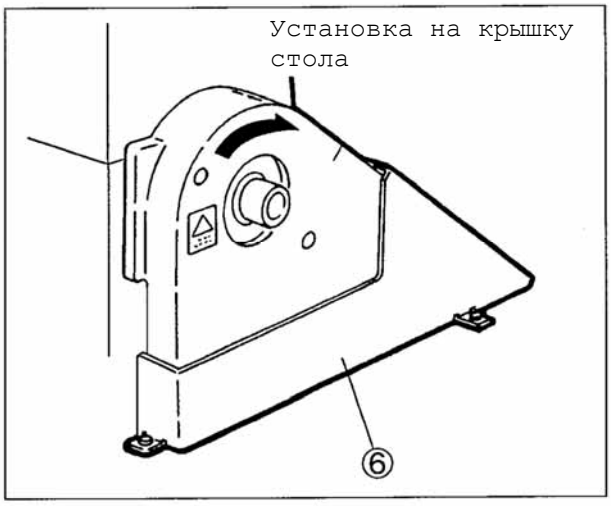

Рис. 2-11
(1) Установите дополнительную крышку ремня ⑤, как показано на рисунке (2-10).
(2) Установите кожух ремня ⑥ на стол швейной машины только для типа установки машины на поверхность стола (См. рис. 2-11).